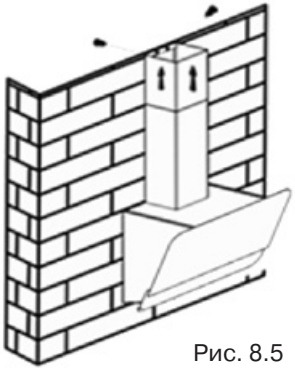

Рис. 8.5
12. Внутреннюю часть кожуха поднимите вверх до совмещения узлов крепления кожуха и планки крепления кожуха и соедините их. рис. 8.5; 8.6.